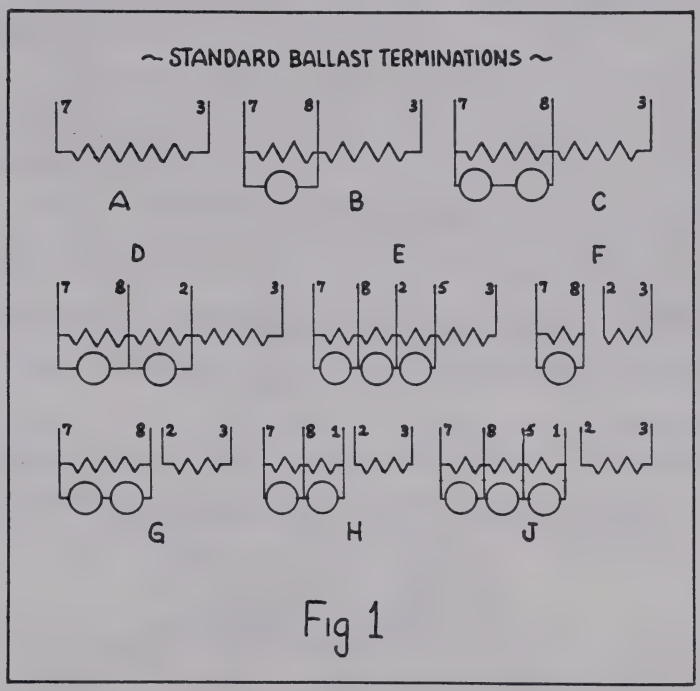

Fig 1
3. Classify the ballast unit to be tested according to its RMA BASE WIRING. The push buttons then to be depressed (one at a time), will correspond with the numbers designated on the appropriate schematic in Fig. 1 on following page.
For example, Ballast type BK86A is an "A" type base wired unit. It is checked by referring to diagram "A" of Fig. 1, which reveals that button 3, then button 7 must be depressed. Neon lamp should glow as each of these 2 buttons is depressed. (Should the ballast incorporate a jumper (for example from pin 3 to pin 4 as for ballast designation BK86AJ), neon glow must also be obtained when button 4 is depressed.)